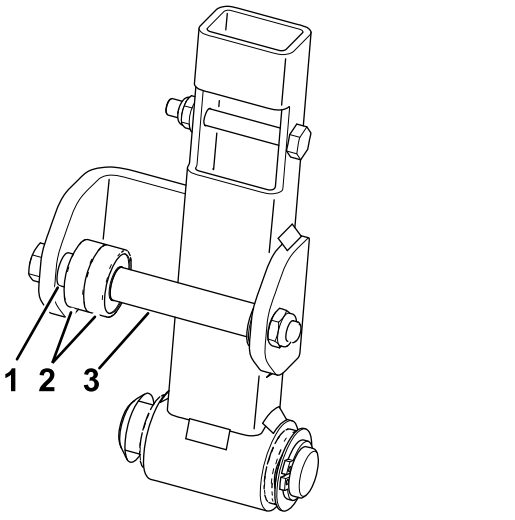

Figuur 3
6. Verwijder de oude lagers en afstandsstukken van de neutraalarm (Figuur 3).
7. Plaats de nieuwe lagers en afstandsstukken (Figuur 3).